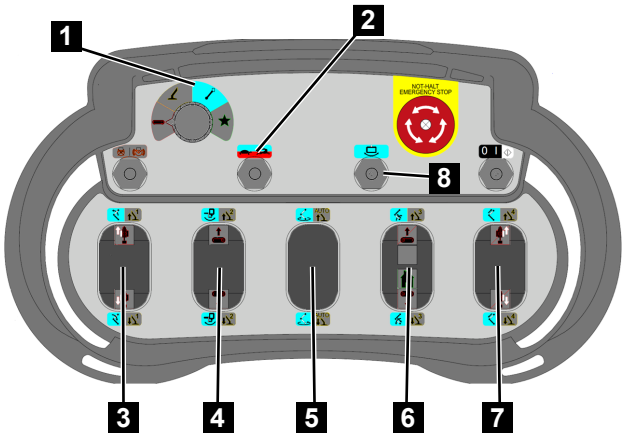

Fig. 135
6. Set the function selection switch on the control unit to *[boom function]* (blue) (Fig.135/1).
7. Use the mode selector to select the speed: *[crawl speed]* (Fig.135/2) or *[fast speed]* (Fig.135/2).
8. Use the control levers (Fig.135/3, 4, 5, 6, 7 and 8) to operate the boom system as per the table below.